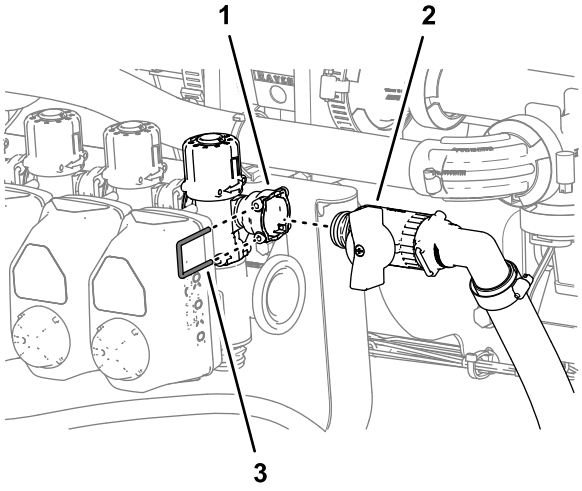

Rysunek 114
1. Zamocuj szybkozłącze zaworu odcinającego obejścia do szybkozłącza (gniazda) zaworu obejścia (Rysunek 114).
2. Zamocuj szybkozłącza zaworu odcinającego obejścia i zaworu obejścia za pomocą zapinki (Rysunek 114) zdjętej w kroku 3 procedury Ustawianie zaworów obejścia — Maszyny z opcjonalnym zestawem lancy do zraszania ręcznego lub opcjonalnym zestawem elektrycznego zwijania węża (Strona 49).